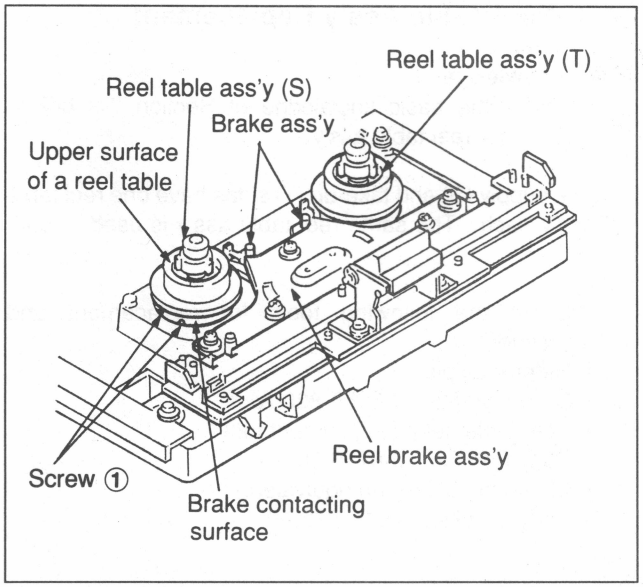

Fig. 7-9-1 Reel Table Removal
(Refer to Fig. 7-9-1.)
(1) Loosen the two reel table ass'y screws (shown as the two screws ① in Fig. 7-9-1) and mount the reel table ass'y on the motor shaft. (Do not tighten the two screws ① yet.)